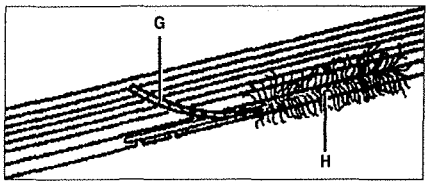

Рис. 1.6. Разрыв корда, выход его наружу G и обтирание корда H.
- разрыв корда, выход его наружу **G** и обтирание корда **H** (см.рис.1.6);